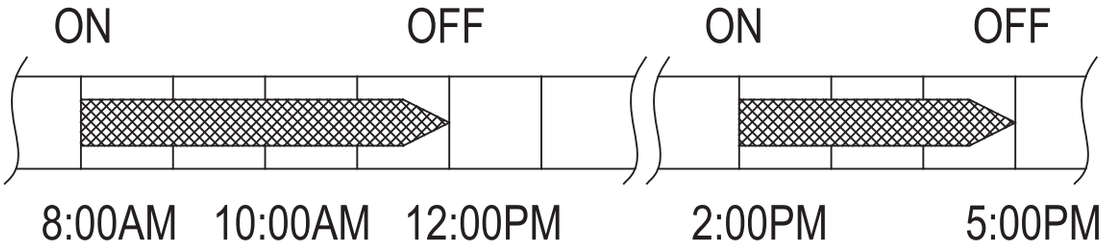

Fig. 40 —Weekly Timer Display
1. Press **POWER** and the air conditioner turns **OFF** temporarily. The air conditioner turns back on automatically when the **ON** timer's set time is reached. For example, press **POWER** once at 10:00 AM, the air conditioner turns back on at the timer setting 2:00 PM (Fig. 40).